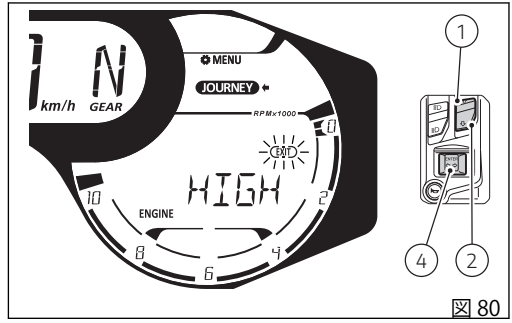

図 80
インストルメントパネルには新しく設定したレベルが表示され、“EXIT” の枠が点滅します (図 80)。この時点でボタン (4) を押すと、前の画面に戻ります。